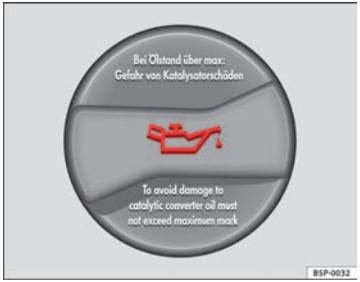

Fig. 137 In the engine compartment: Engine oil filler cap
– Unscrew cap from engine oil filler opening ⇒ Fig. 137.
– As soon as the oil level is in area (B), carefully close the cap.